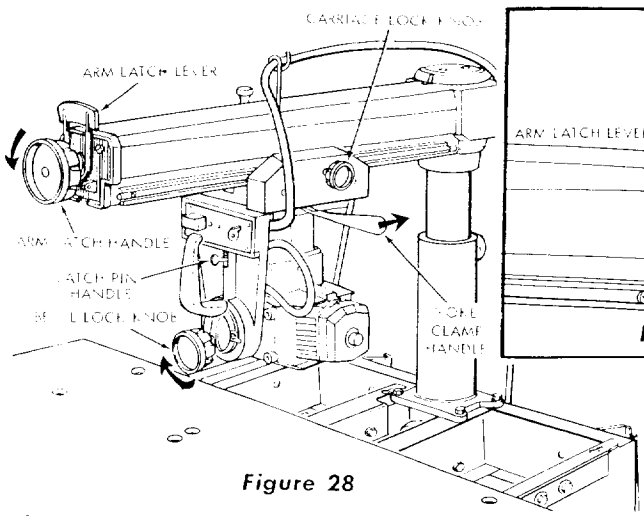

Figure 28
c. Rotate the arm latch handle (knob) 1/4 turn counterclockwise. (See figure 28.) Make sure the yoke clamp handle and bevel lock knob are tight.
CAUTION: When moving the radial arm in any direction beyond 45° (left or right) always pull out the arm latch lever (figure 28) or loosen by rotating the lock knob counterclockwise until it stops to prevent damaging the arm lock pin. If damage occurs, the radial arm will not index properly at 0° and 45°, left or right.
e. Tighten the arm latch handle (figure 28). (Refer to paragraph entitled "Precision Indexing" for detailed instructions on indexing the radial arm.)